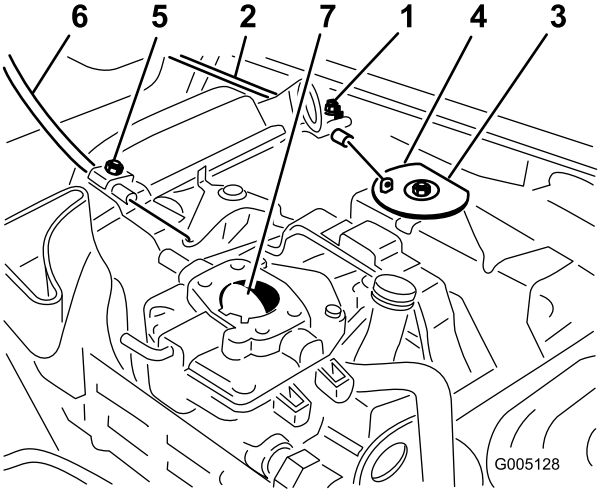

Figur 46
1. Løsn kabeltilspændingsskruen, der fastgør kablet til motoren (Figur 46).
3. Hiv bestemt i gashåndtagskablet, indtil bagsiden af drejeleddet er i kontakt med stop (Figur 46).
3. Træk kraftigt i chokerkablet, indtil chokerventilen er helt lukket. Stram dernæst kabeltilspændingsskruen (Figur 46).